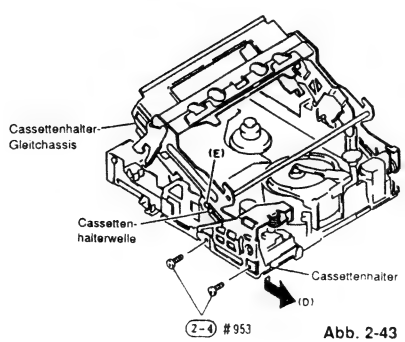

Abb. 2-43
4) Zwei (2) Befestigungsschrauben des Cassettenhalters entfernen (siehe Abb. 2-43).
6) Den Cassettenhalter in Richtung des Pfeiles (D) bewegen (siehe Abb. 2-43). Die Cassettenhalterwelle kommt an den Abschnitt (E) der Cassettenhalter-Gleitnut. Das Cassettenhalter-Gleitchassis hineindrücken, um die Cassettenhalterwelle von dem Cassettenhalter und dem Hilfschassis freizugeben.